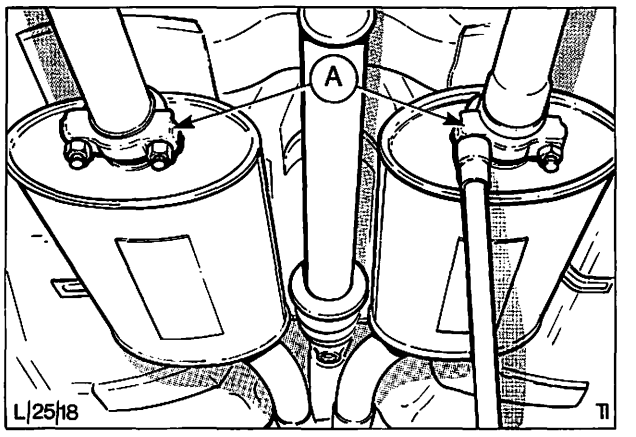

Abb. 12 A = Klemmschellen
8. Halteflansche auf Vorderrohre schieben, Vorderrohre und Vorschalldämpfer zusammensetzen. Dichtmittel auftragen, um völlige Abdichtung sicherzustellen. Klemmschellen, Abb. 12, lose vormontieren.